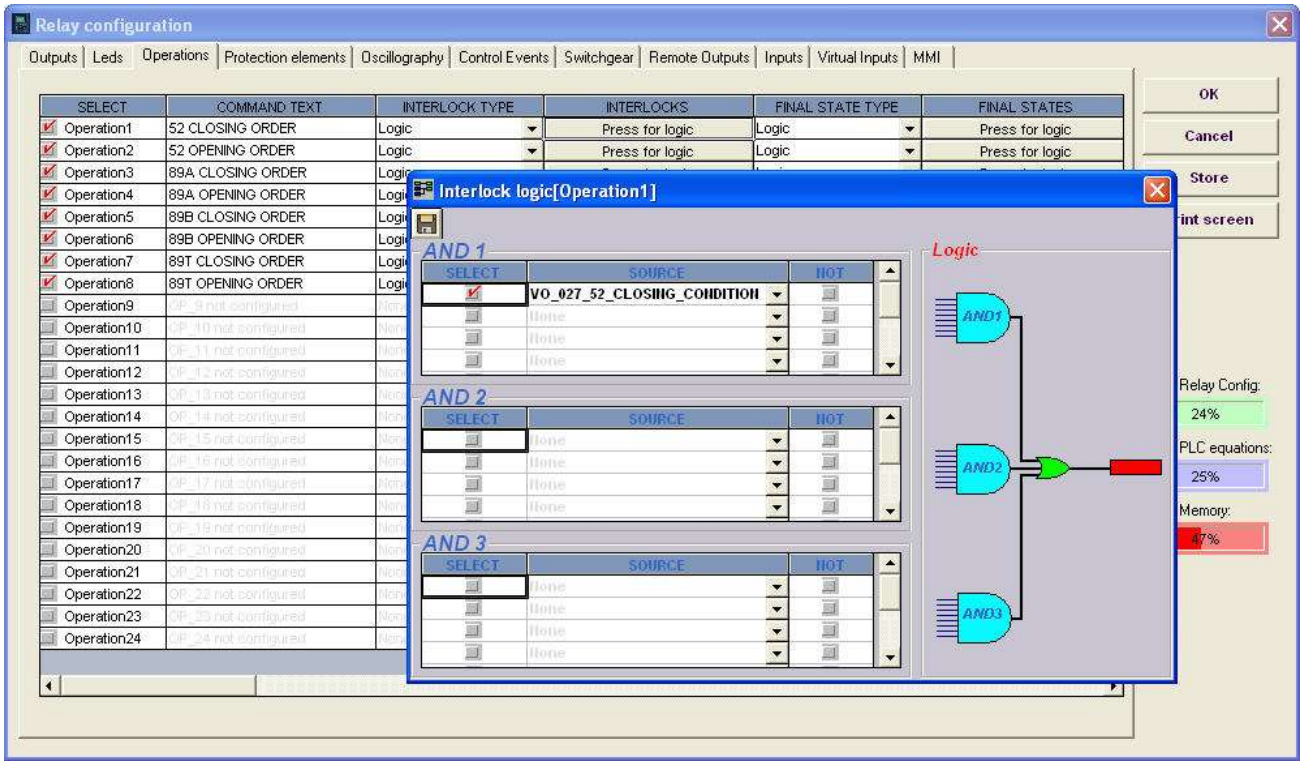

Figure 5-23: Operations and interlocks
- ***Interlocks*** setting define the desired interlocks. This setting is enabled selecting the "***logic***" option in "***Interlock type***". In the "***Interlock logic***" screen we can set the interlock logic, as shown on Figure 5-23: Operations and interlocks